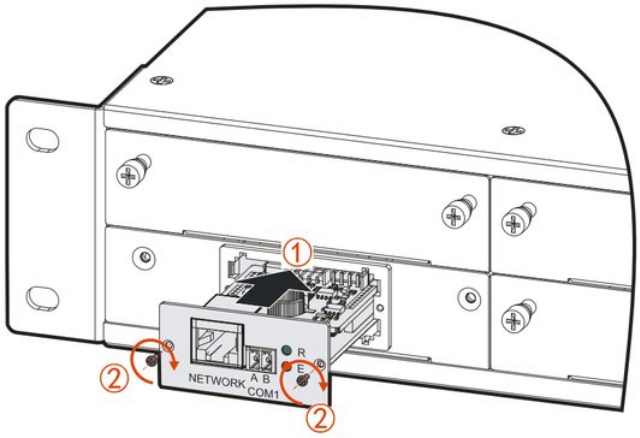

FIGURE 3-15 Install SNMP card
2. Install SNMP card on the system monitor box, as shown in Figure 3-15.